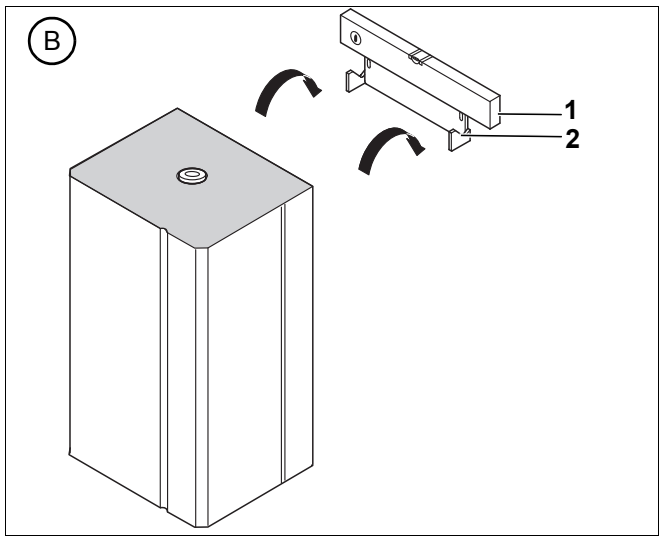

Рис. 7 Подвеска бака на стену (подключения снизу)
- При подвеске на стену разметьте отверстия под дюбели (рис. 7).
- Подвесьте бак соответственно подключению снизу двумя выемками на крюки кронштейна (рис. 7).